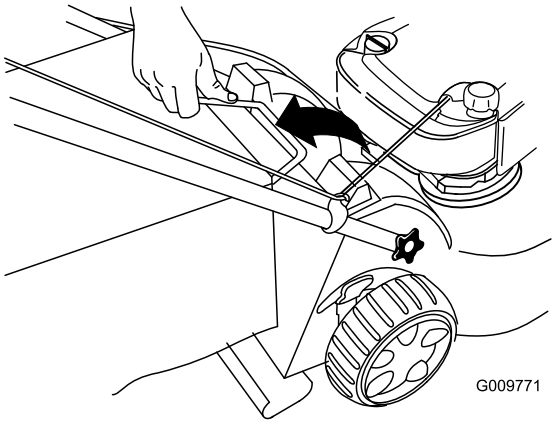

Figur 31
2. Løft gressposehåndtaket ut fra sporet på toppen av maskinen og fjern posen (Figur 31).